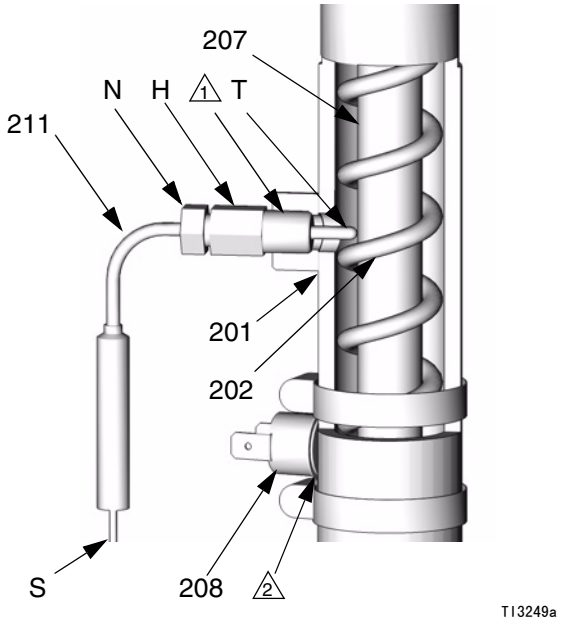

图 12. 温度传感器
5. 见 图 12。用欧姆表检查。接线（ S ）之间的电阻必须在 6 欧姆附近。接线与端头（ T ）之间的电阻必须为无穷大（ ∞ ）。
8. 更换传感器， 图 12。
4. 从过热开关（ 208 ）上断开一根引线，图 12。用欧姆表检查开关的两端。电阻必须近似于 0 欧姆。